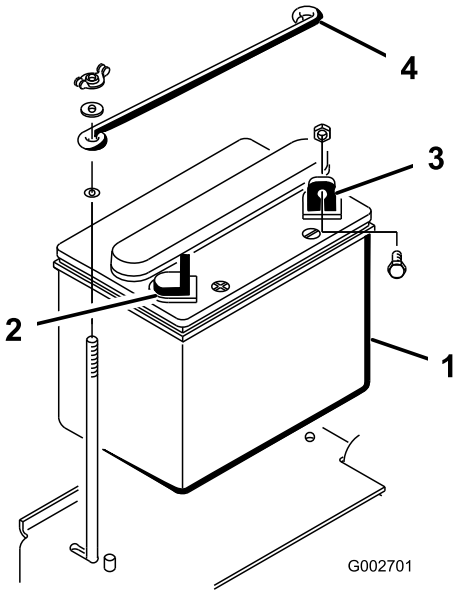

**Figuur 4**
1. Plaats de accu met de minpool naar de achterkant van de machine gericht (Figuur 4).